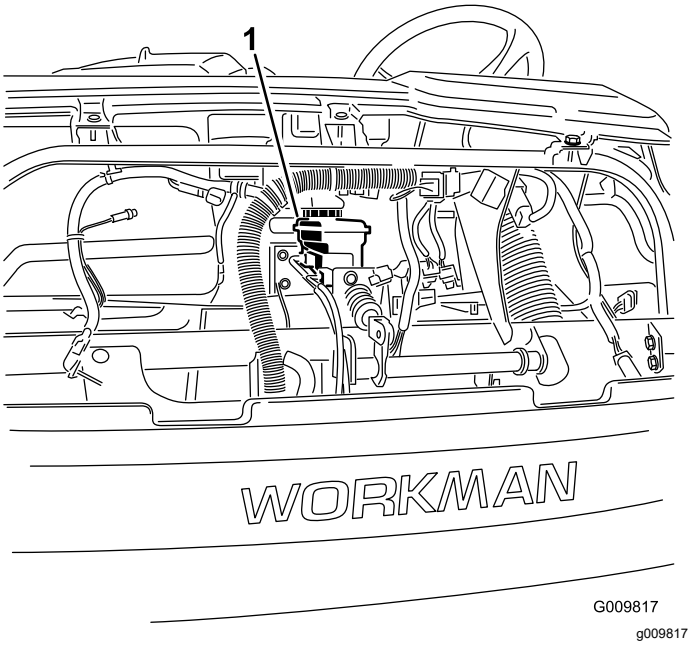

Figur 54
4. Løft motorhjelmen for at få adgang til hovedbremsecylinderen og beholderen (Figur 54).